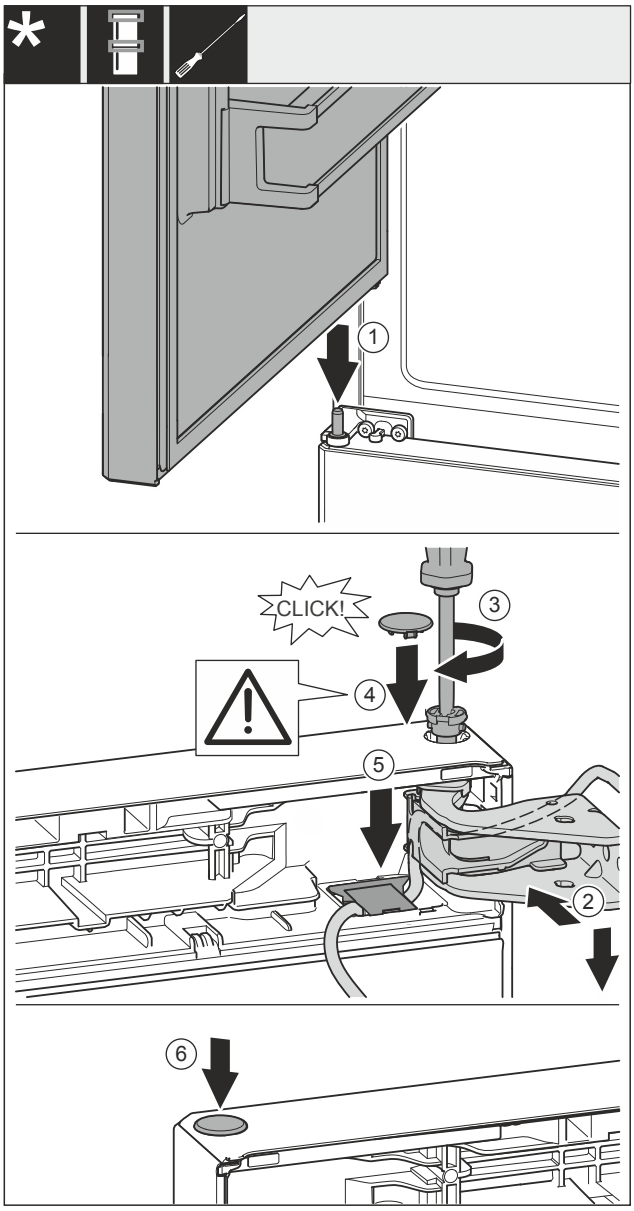

Fig. 36
- ▶ Așezați ușa superioară pe bolțul central de lagăr *Fig. 36 (1)*.
- ▶ Aliniați ușa sus spre deschizătură în suportul de lagăr *Fig. 36 (2)*.
- ▶ Introduceți bolțul *Fig. 36 (3)* și înșurubați-l ferm cu șurubelnița.
- ▶ Montați capacul *Fig. 36 (4)*.
- ▶ Controlați să fie capacul *Fig. 36 (4)* așezat pe ușă.
- ▶ Introduceți capacul *Fig. 36 (5)* și apăsați în jos până când se fixează în poziție.
- ▶ Montați capacul *Fig. 36 (6)*.